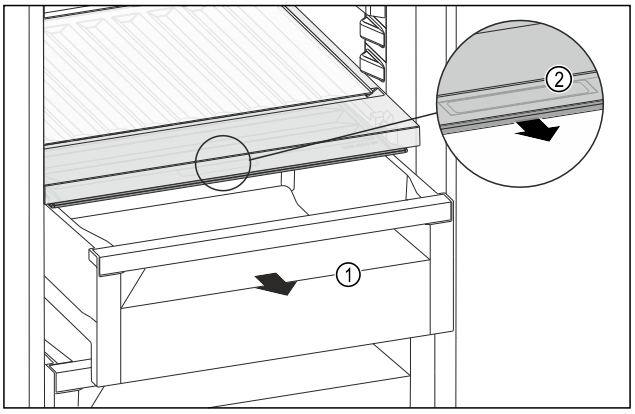

Fig. 177
- ▶ Pull out the drawer *Fig. 177 (1)*.
- ▶ Grasp the recessed grip *Fig. 177 (2)* on the compartment lid and pull the compartment lid forwards at the same time.